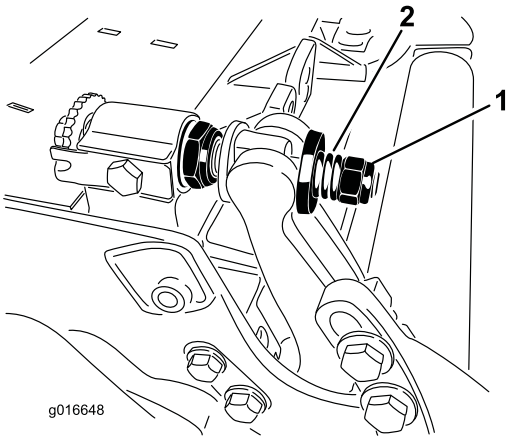

Figure 29
3. Tighten spring tension nut until spring is collapsed, then back off 1/2 turn (Figure 29).